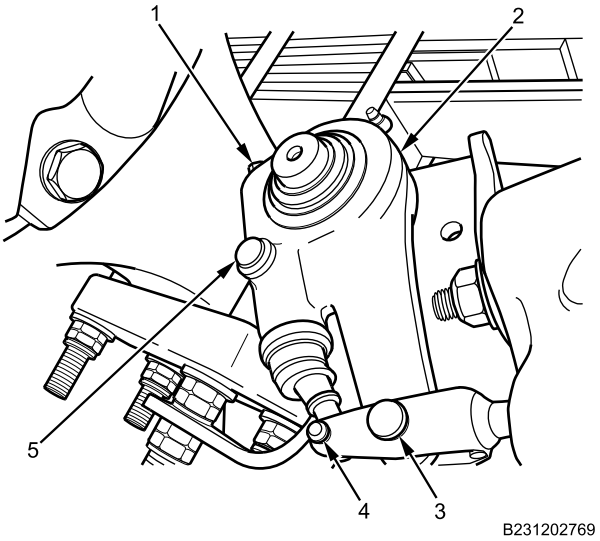

Figure 5. Clevis Pins Installation.
4. Disengage pull pawl (Figure 5, Item 5) by lifting up from slack adjuster (Figure 5, Item 2)
5. Rotate manual adjusting nut (Figure 5, Item 1) clockwise until clevis pins (Figure 5, Item 3 and 4) line up with slack adjuster clevis pin holes.
6. Install large clevis pin (Figure 5, Item 3) and new clip on slack adjuster assembly (Figure 5, Item 2).
7. Install small clevis pin (Figure 5, Item 4) and new clip on slack adjuster assembly (Figure 5, Item 2).
8. Turn manual adjusting nut (Figure 5, Item 1) clockwise until brake shoes contact brake drum. Back off adjusting nut counterclockwise 1/2 turn from brake drum.